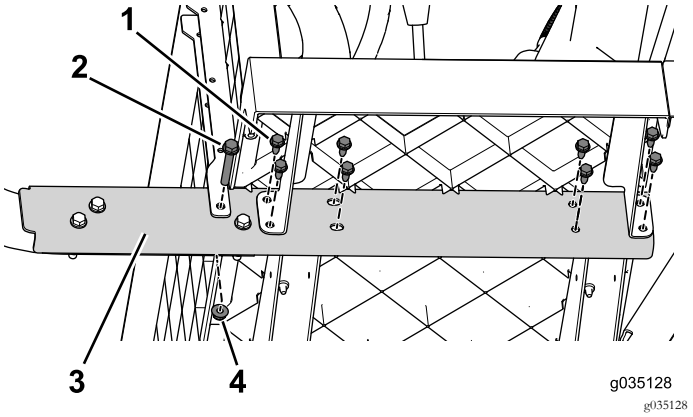

Figuur 64
3. Verwijder de flensbouten (3/8 x 2-1/2 inch) en moeren waarmee de zijrail aan de machine bevestigd is (Figuur 64). Doe dit aan beide zijden van de machine.
4. Verwijder de flensbouten (5/16 x 3/4 inch) waarmee de zijrail aan de machine bevestigd is; ga van voren naar achteren te werk (Figuur 64). Doe dit aan beide zijden van de machine.